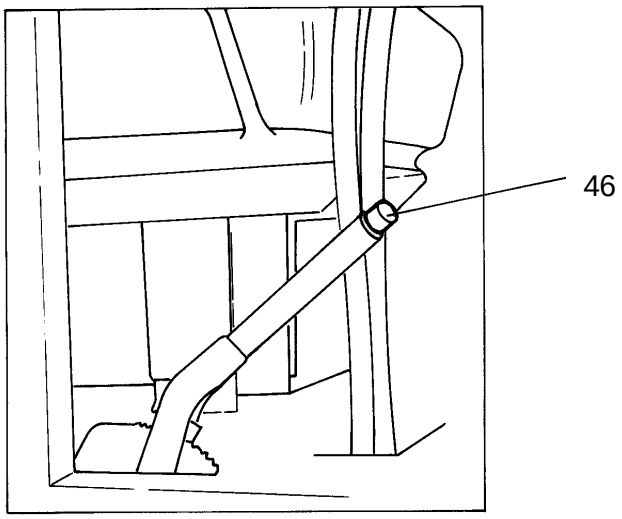

Fig. 4.10. Parking Brake Lever
46. PARKING BRAKE LEVER (Fig. 4.10)